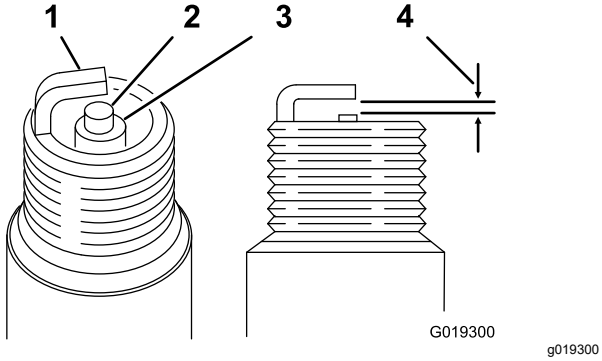

Figure 47
5. For each spark plug, set the gap between the center electrode and the side electrode to 0.76 mm (0.030 inch); refer to Figure 47. Install each of the correctly gapped spark plugs with a gasket seal, and tighten the plugs to 22 N·m (16 ft-lb).